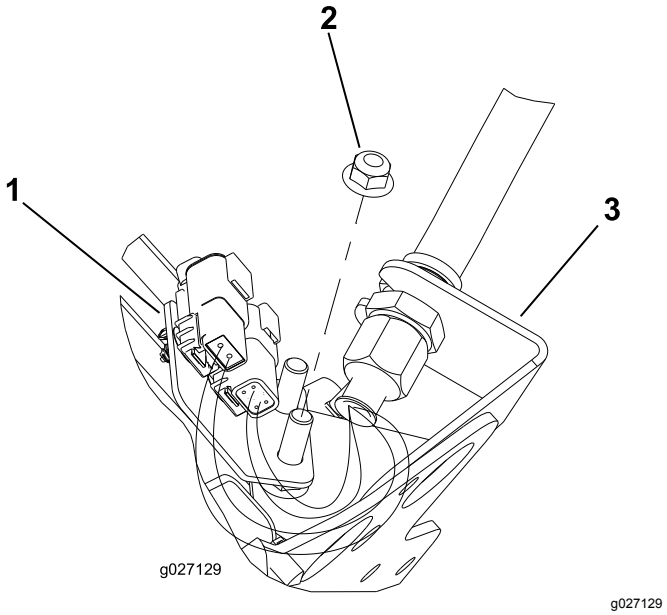
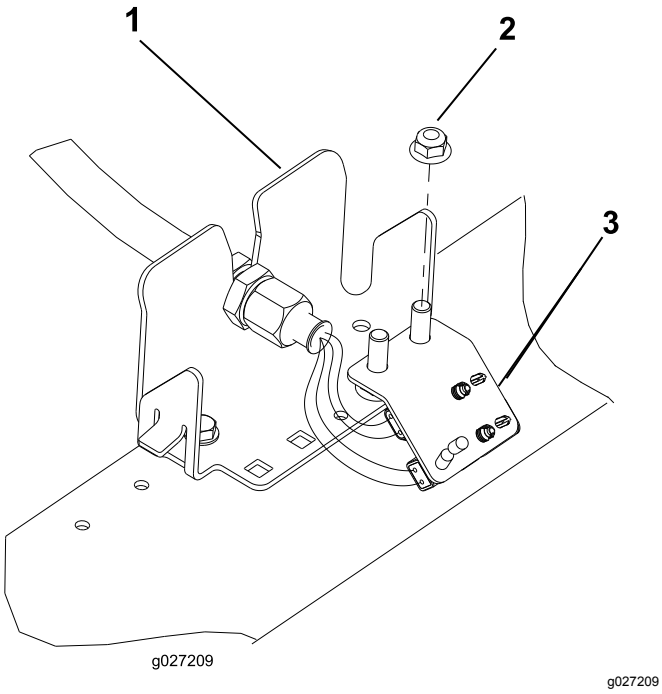

Figur 13
Figur 16
6. Gjenta prosedyren på de gjenstående fire skilleveggstedene som vist i Figur 13 til og med Figur 16.